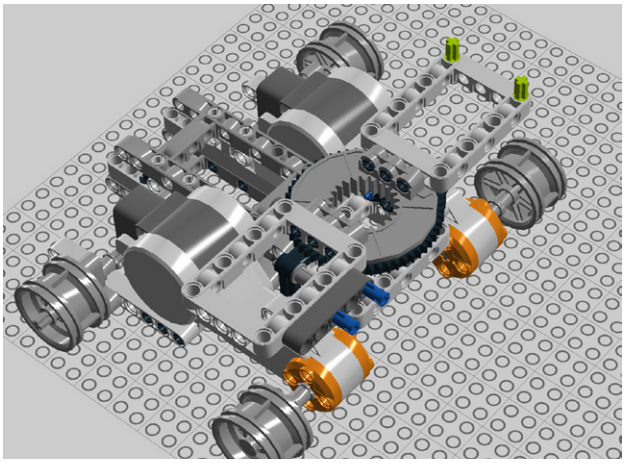

Figure 7-52. *Step 45: Adding two cross connectors*
45. Pop in two cross connectors as shown in Figure 7-52.